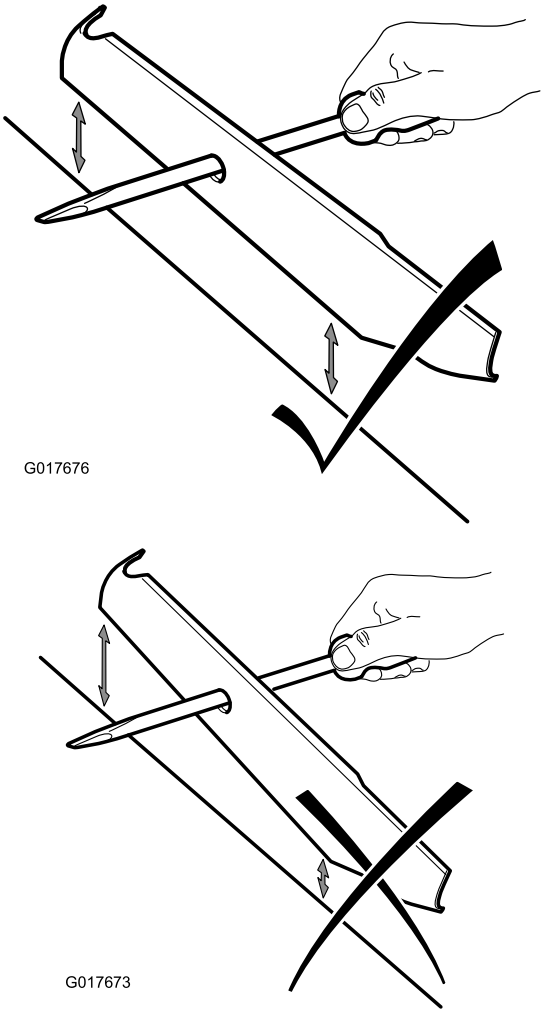

**Figure 24**
**Important: Check the balance of the blade by putting it on a blade balancer. You can purchase an inexpensive balancer at a hardware store. A balanced blade stays in a horizontal position; an unbalanced blade settles to the heavy side (Figure 24). If the blade is not balanced, file more metal off the cutting edge on the heavy end of the blade.**